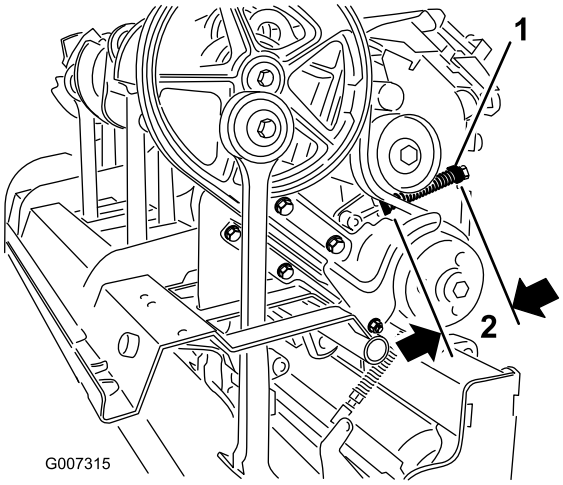

Figur 30
C. Løsn den låsemøtrik, der fastgør fjederholderen (Figur 30).
D. Juster fjederholderen, så den opnår den ønskede, komprimerede fjederlængde (Figur 30).